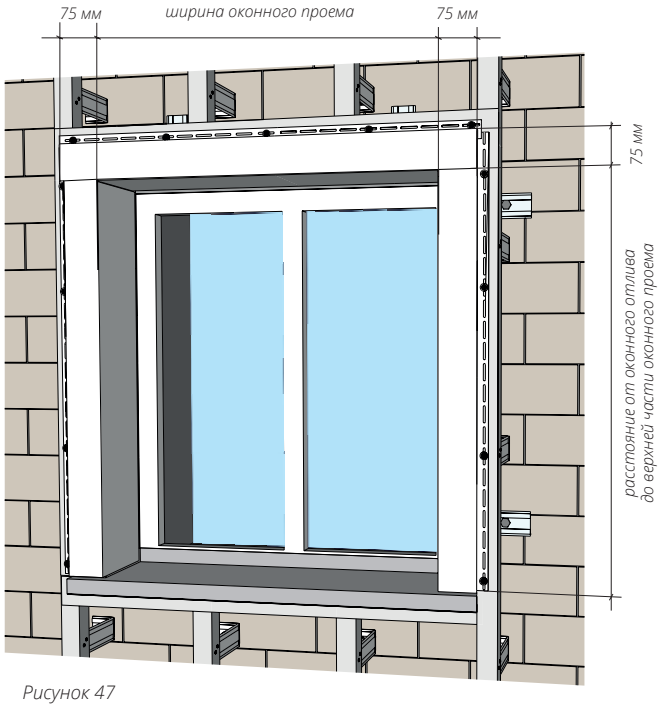

Рисунок 47
15.3 Первой монтируется верхняя околооконная планка. Ее размер равен ширине оконного проема + 150 мм (рис. 47) (150 мм – это перехлест околооконных планок с левой и правой стороны). Далее монтируется левая и правая околооконная планка. Ее размер равен расстоянию от оконного отлива до верхней части оконного проема + 75 мм (рис. 47).